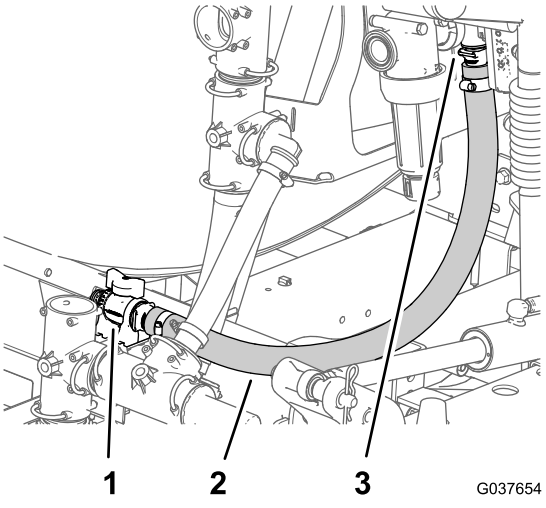

Figuur 55
2. Leid de slang naar de mengdosisklep (Figuur 55).